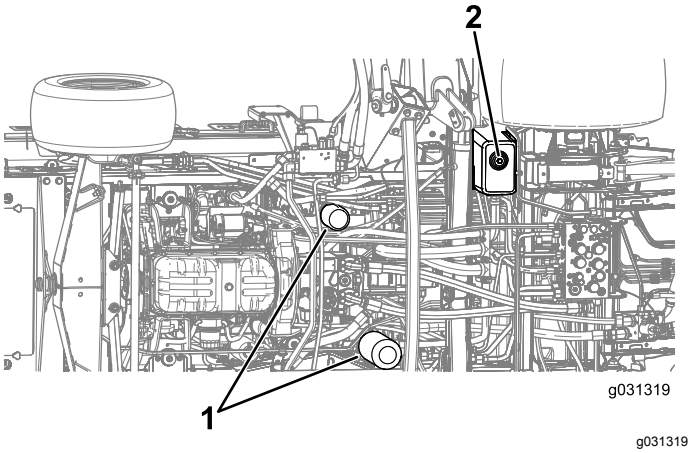

**Figur 135**
4. Ta bort avtappningspluggen från tankens undersida och låt hydraulvätskan rinna ned i avtappningskärlet (Figur 135).
7. Ställ ett avtappningskärl under filtret och ta bort filtret (Figur 135).